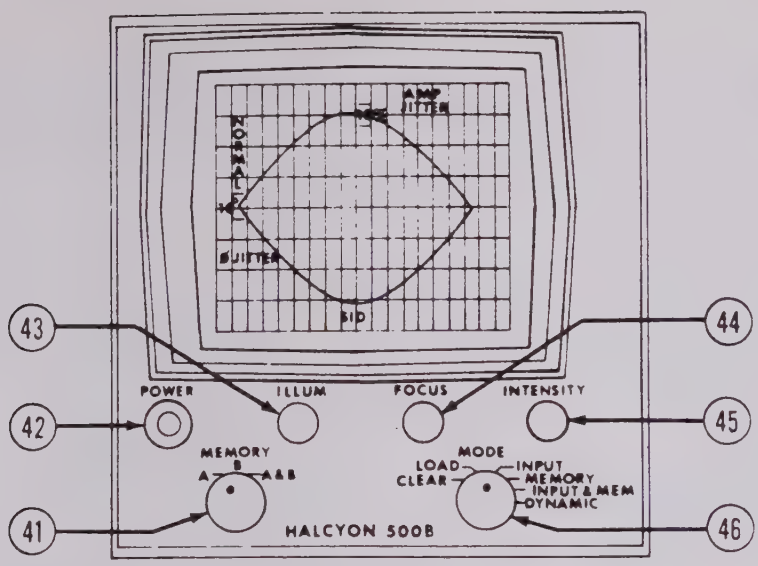

Figure 3-23. Oscilloscope Display Controls
a. Oscilloscope Setup. (See figure 3-23.)
(1) Initial Procedure.